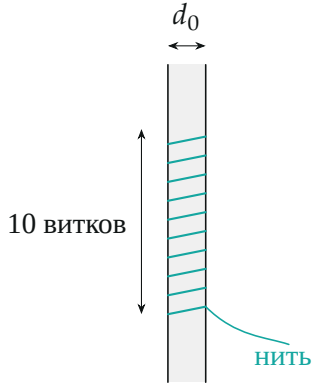

Рис. 1. Диаметр трубочки — по длине нити, намотанной в 10 витков: $L = 10\pi d_0$.
2. Диаметр трубочки. Обматываем трубочку нитью виток к витку (рис. 1): 10 витков имеют длину $L = 150 \pm 2$ мм, поэтому